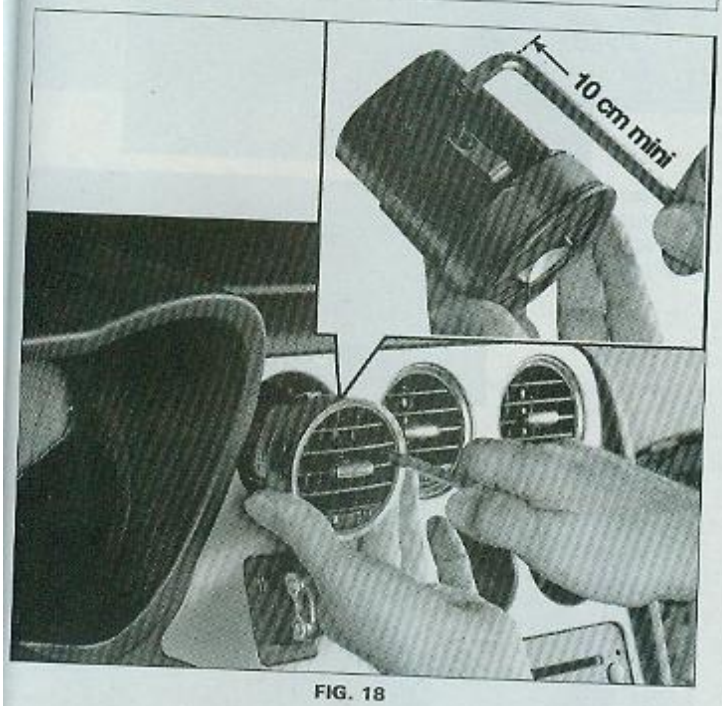

FIG. 18
• Déposer les aérateurs centraux simplement agrafés sur la planche (Fig.18).